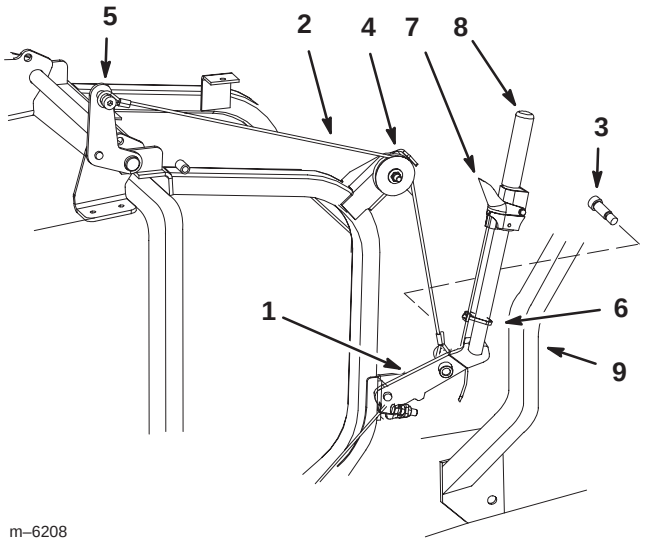

Figure 6
7. For 100 Series baggers, install the new cable to the bagger door hinge (Fig. 6).
8. For 100 Series baggers, install the cable onto the pulley and install to the bagger (Fig. 6).
9. For 100 and 200 Series baggers, install the bagger cable to the bagger arm with the existing shoulder bolt (Fig. 6).
4. Install the cable ties (Fig. 6).